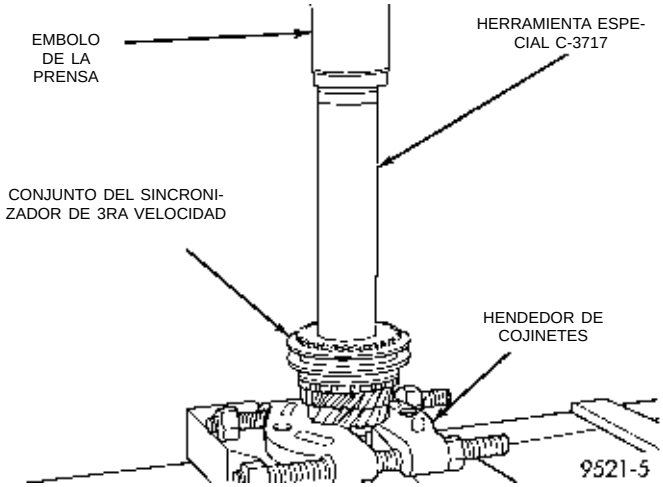

Fig. 90 Prensa sobre la maza del sincronizador de 3ra velocidad
(1) Coloque el eje impulsor en la prensa de taller.
(2) Instale el cojinete de agujas de jaula de 3ra velocidad en el eje impulsor.
(3) Instale el engranaje de 3ra velocidad y el sincronizador de 3-4 en el eje impulsor. Instale la herramienta Nº C-3717 sobre el eje impulsor y oprima la maza del sincronizador y el engranaje de 3ra (Fig. 90). La maza del sincronizador tiene la letra **U** estampada en la cara superior de la misma. Esta letra indica que la maza debe instalarse con la **U** hacia arriba.